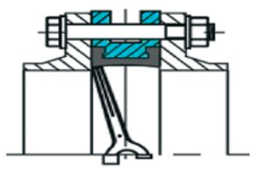

Рис. 1 (неправильно)
1. Использование фланцев с внутренним диаметром меньше номинального диаметра заслонки может привести к блокировке диска, что в свою очередь вызовет серьезное повреждение диска поворотного затвора (*рис. 1*).